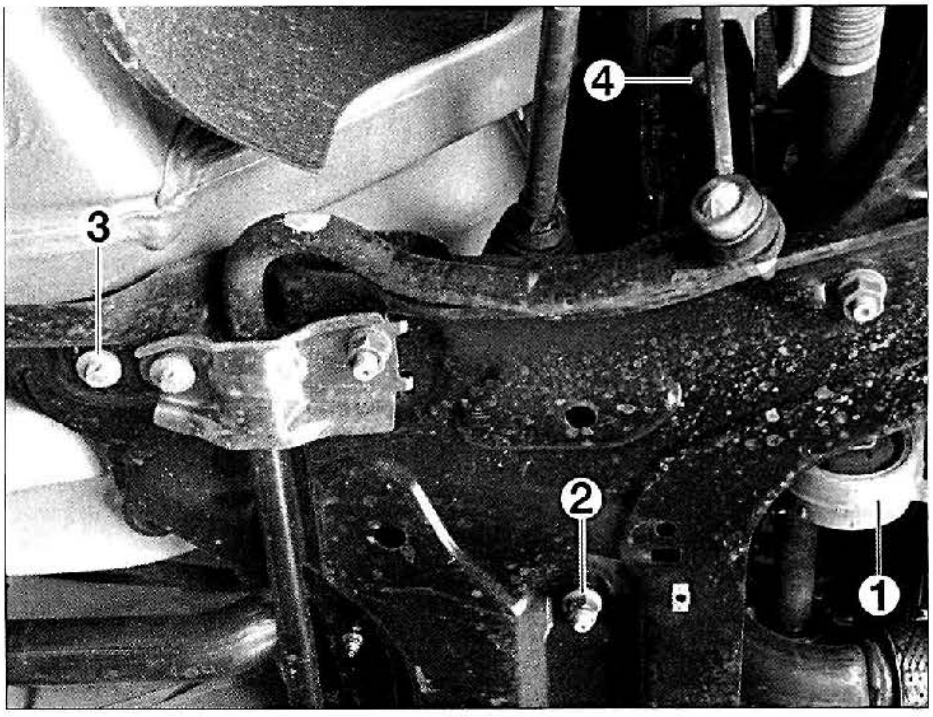

FIG. 13
- la bieleta antibasculamiento (1) (fig. 13)
- las tuercas (2) de fijación de la caja de dirección en la cuna.
• Desmontar los tornillos (3) y (4) de fijación de la cuna y descenderla progresivamente (80 mm aprox.).